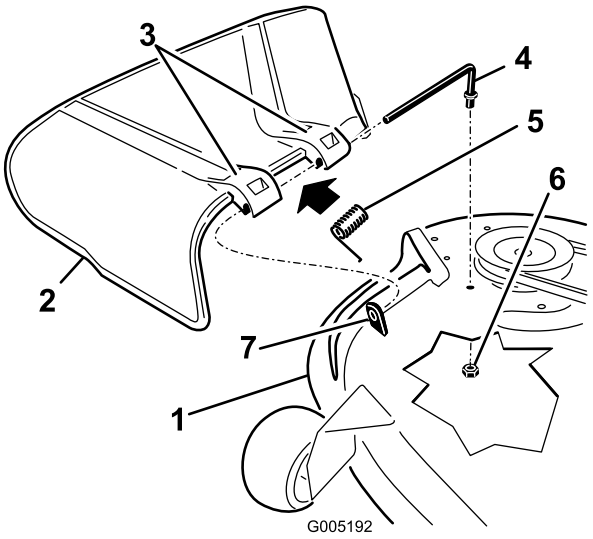

Figuur 69
1. Ga naar de onderdelen die worden getoond in Figuur 69.
2. Verwijder de moer (3/8 inch) van de stang onder het maaidek (Figuur 69).
3. Schuif de stang uit de korte afstandhouder, veer en grasgeleider (Figuur 69). Verwijder een beschadigde of versleten grasgeleider.
4. Monteer de grasgeleider (Figuur 69).
6. Plaats de veer op de stang, met de einddraden omlaag, tussen de beugels van de grasgeleider. Schuif de stang door de tweede beugel van de grasgeleider (Figuur 69).
7. Steek de stang aan de voorkant van de grasgeleider in de korte afstandhouder op het maaidek. Bevestig het achterste uiteinde van de stang in het maaidek met een moer (3/8 inch) (Figuur 69).